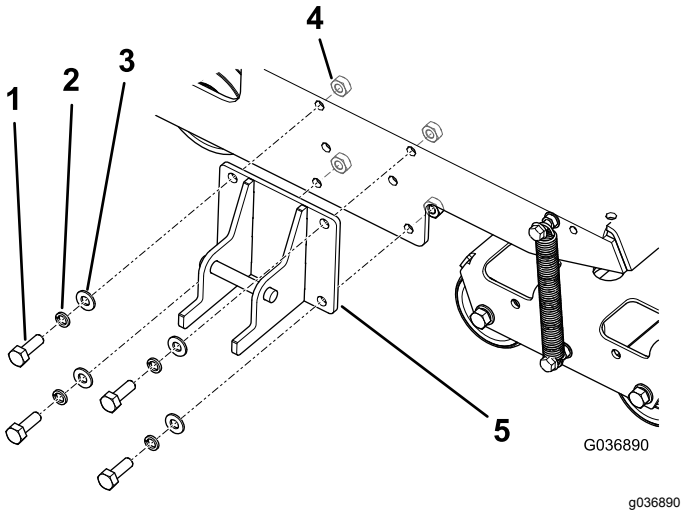

Figur 4
1. Monter låsebraketten til maskinrammen som vist i Figur 4.